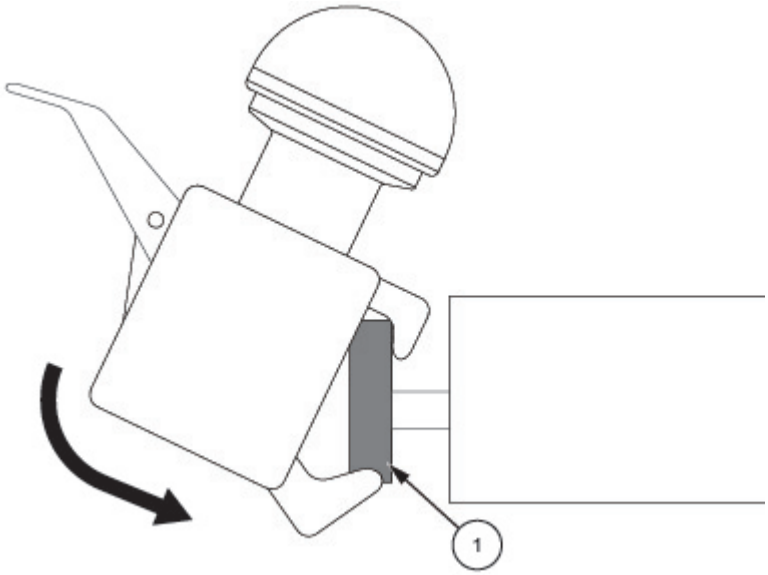

Figura 7-6. Instalación del joystick
2. Coloque el joystick en el larguero de la mesa de quirófano (1). Consulte la *Figura 7-6*.